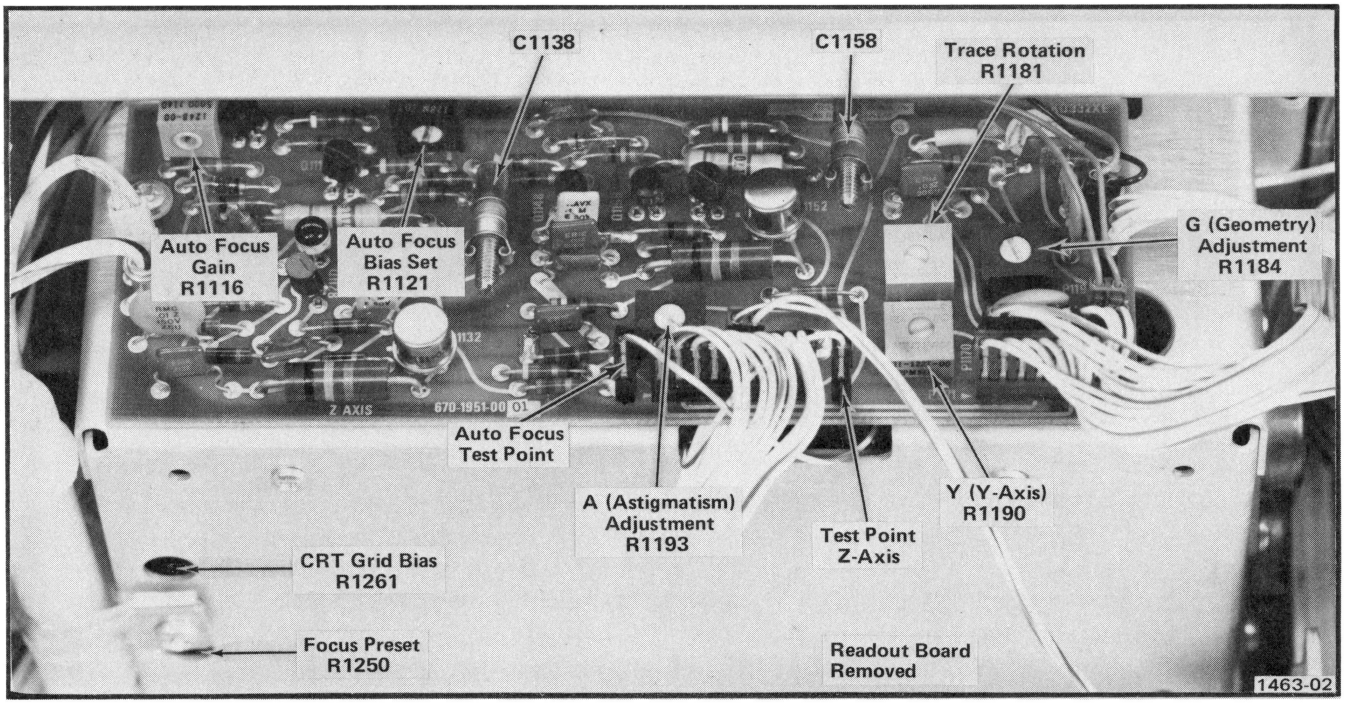

Fig. 2-2. Location of Display and Z Axis adjustments and test points.
d. Connect a 10X probe from the test oscilloscope to the Z-Axis test point and the probe ground lead to chassis ground. See Fig. 2-2 for test point location.
g. Adjust—CRT Grid Bias, R1248, until the trace on the 7613 is just extinguished. Set the INTENSITY control for a viewable trace. See Fig. 2-2 for adjustment location.
i. Adjust—C1158, for optimum square leading corner of the positive leading edge of the waveform (use a low capacitance screwdriver). See Fig. 2-2 for adjustment location.
a. Connect the 10X probe to the Auto Focus Test Point. See Fig. 2-2 for adjustment location.
c. Adjust—C1138, for optimum square leading corner of the positive leading edge of the waveform (use a low capacitance screwdriver). See Fig. 2-2 for adjustment location.
k. Adjust—Focus Preset, R1242, and Astigmatism, R1193, for optimum focus. See Fig. 2-2 for adjustment location.
l. Connect a 10X probe from the test oscilloscope to the Z-Axis Test Point. See Fig. 2-2 for location.
o. Adjust—Auto Focus Bias Set, R1121, for optimum focus. See Fig. 2-2 for adjustment location.
q. Adjust—Auto Focus Gain, R1116, for optimum focus. See Fig. 2-2 for adjustment location.
d. Adjust—Trace Rotation, R1181, to align the trace with the center horizontal line. See Fig. 2-2 for adjustment location.
d. Adjust—Y-Axis, R1190, to align the trace with the center vertical line. See Fig. 2-2 for adjustment location.
l. Adjust—Geometry, R1184, for minimum bowing of time-markers. Adjustment may have to be compromised to obtain less than 0.1 division bowing and tilt everywhere within the graticule area. See Fig. 2-2 for adjustment location.